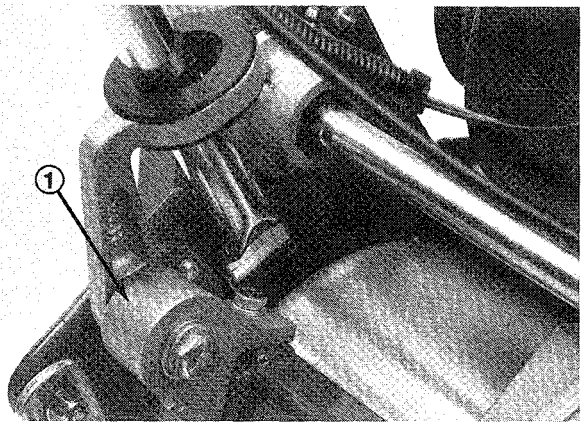

**Figure 2**
5. Insert handle arm bosses into socket arms on each side of mower (Fig. 2).
6. Loosely secure each handle arm to socket arm with a capscrew, lockwasher and flatwasher (Fig. 2). Pivot handle to desired operating height and tighten capscrew.